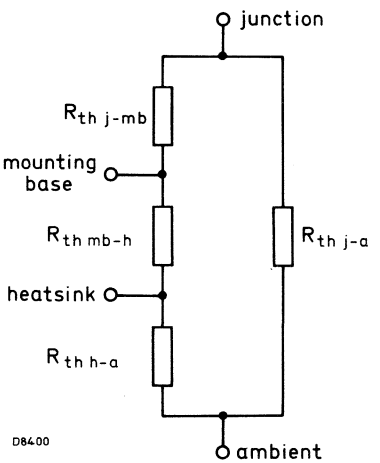

Fig.3.
a. The various components of junction temperature rise above ambient are illustrated in Fig.3.